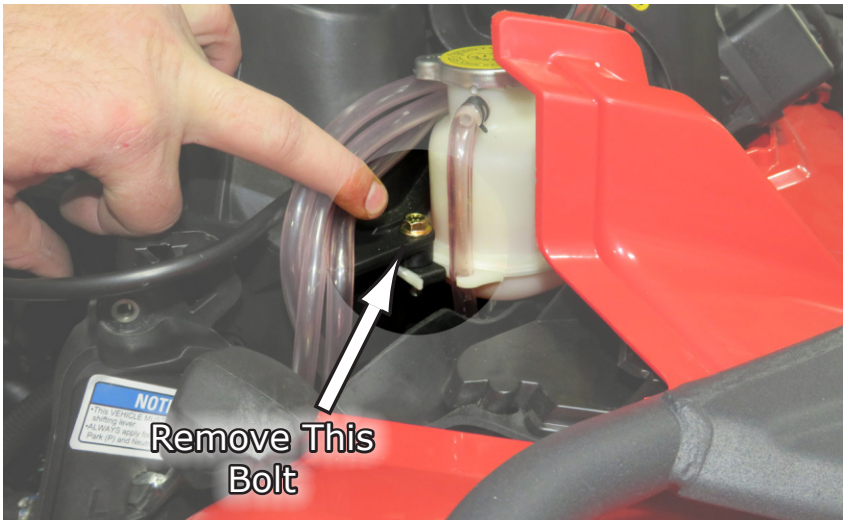

**Fig.34**
**29**. Next and right below where you removed the Torx screw, you will need to remove the bolt by the overfill tank. See **Fig.34**.